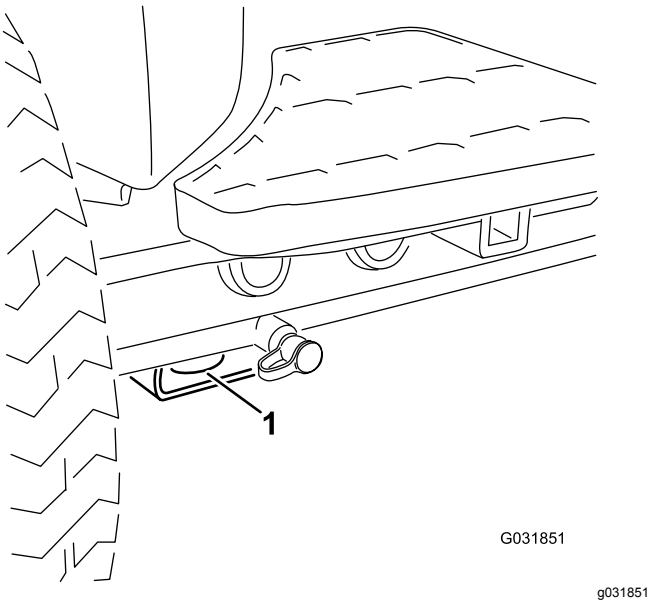

Figur 39
- For – hullet i den rektangulære plade, under akselrøret, indvendigt i forhold til hvert fordæk (Figur 39)